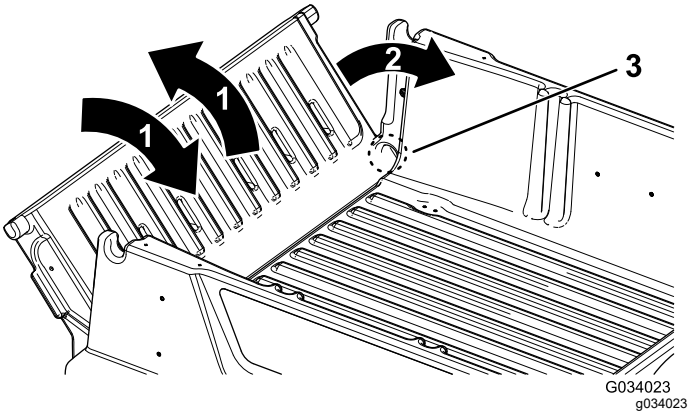

Figur 14
2. Fäll flakskyddet till cirka 45 graders läge (Figur 14).
3. Skaka flakskyddet med korta rörelser för att vrida det framåt och bakåt flera gånger (Figur 14).